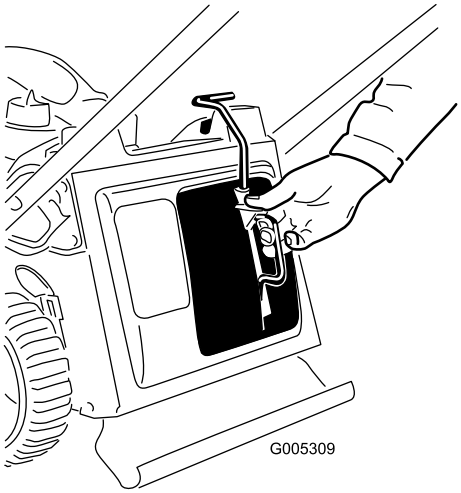
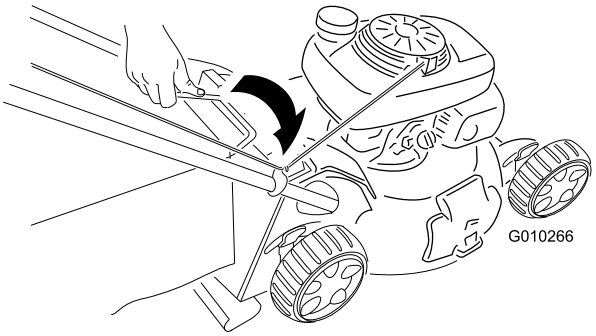

Figuur 21
Figuur 22
1. Plaats de mulchplug (Figuur 21) of de grasvanger (Figuur 22) op de machine.